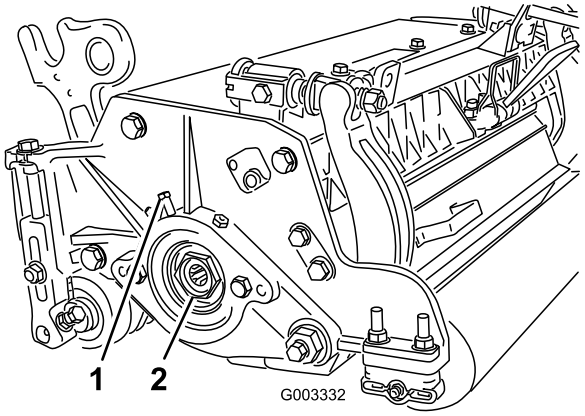

Figur 25
A. Løsn den eksterne sætskrue, der fastgør lejets justermøtrik til lejehuset, der er placeret på venstre side af klippeenheden (Figur 25).